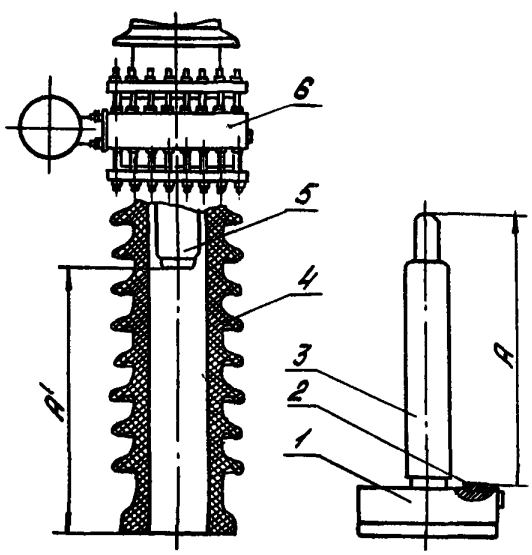

Рис.8. Схема проверки вжима контактов отделителя:
07.5. Собрать отделитель, проверить вжим контактов A - A' (норма I0±2 мм) согласно схеме рис.8. Регулировка вжима производится подбором толщины резинового уплотнения 2.